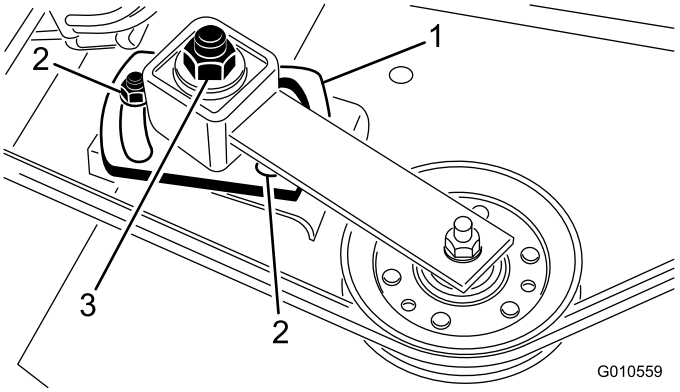

Figuur 4
2. Zet de 2 moeren los waarmee de plaat van de spanpoelie bevestigd is zodat de spanpoelie niet meer tegen de riem aandrukt (Figuur 4).
3. Verwijder de riem van de aspoelie aan de rechterkant (Figuur 4).